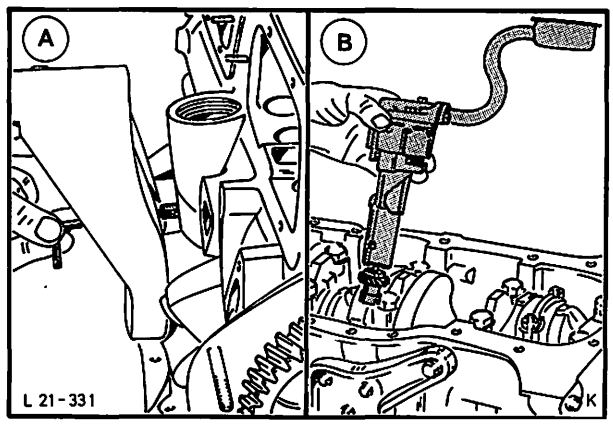

Abb. 49 A = Inbusschraube – Ölpumpe herausdrehen
20. Hutmutter mit Dichtring, dann Inbusschraube entfernen, Ölpumpe aus dem Zylinderblock ziehen, Abb. 49.